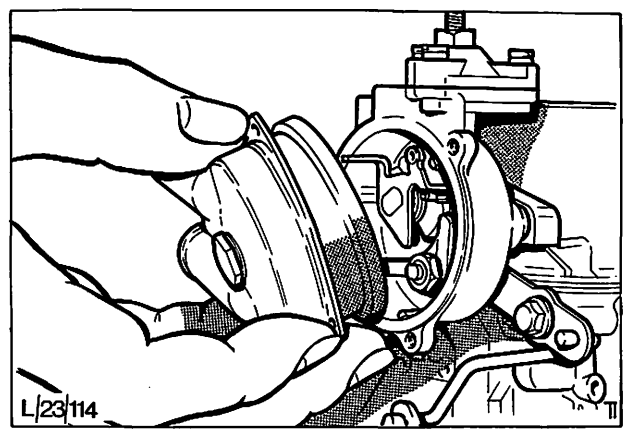

Abb. 140 Wassergehäuse mit Thermofedergehäuse komplett abbauen.
4. Schrauben (3) entfernen und äußeres Wassergehäuse der Startautomatik und Thermofedergehäuse komplett abbauen, Abb. 140.